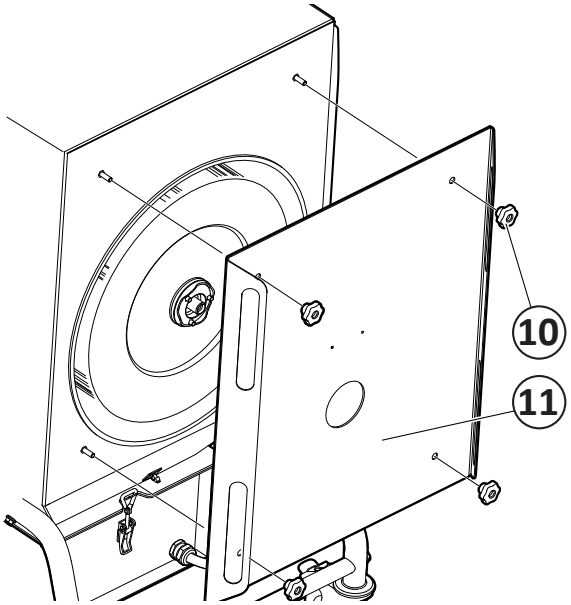

Fig. 20
5. Afloje las tuercas de bloqueo (6) de la placa de la cubierta (7).
6. Desmonte el cojinete (8).
7. Afloje las manivelas (10, **Fig. 20**) y retire la trampilla del filtro (11).
5. Vuelva a colocarla y fije la trampilla del filtro (10, **Fig. 20**) en la estructura. Asegúrese de que el cartucho del filtro esté centrado con el orificio de la trampilla del filtro y compruebe que el sello entre la trampilla y la estructura es el adecuado.
11. Vuelva a colocarla y fije la trampilla del filtro (10, **Fig. 20**) en la estructura. Asegúrese de que el cartucho del filtro esté centrado con el orificio de la trampilla del filtro y compruebe que el sello entre la trampilla y la estructura es el adecuado.